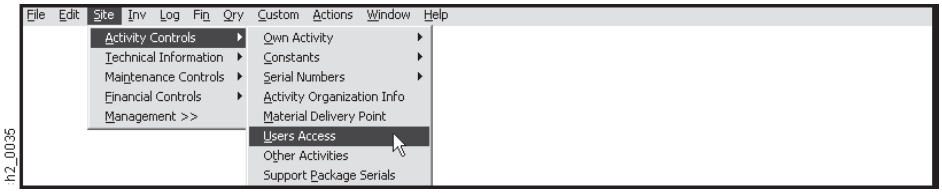

Figure 2-49
(3) Step 3. On the Activity Controls Submenu above (Figure 2-49), select the User's Access Option.